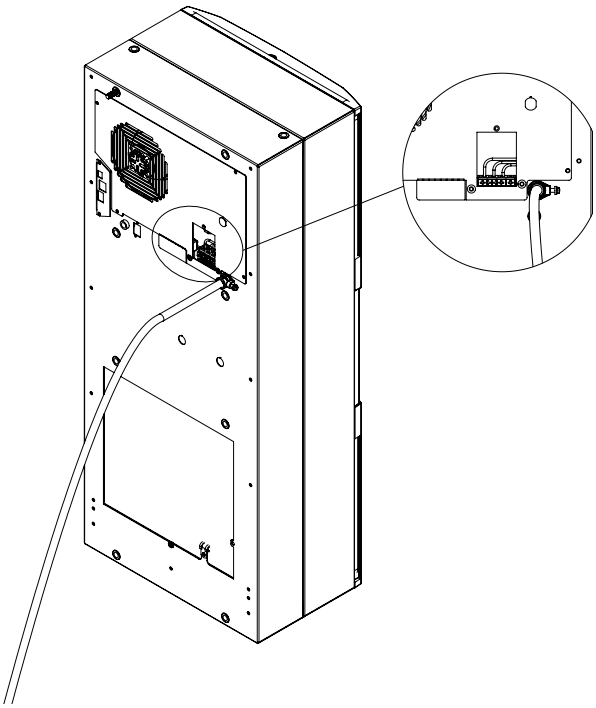

Figure 10
5. Ziehen Sie die Schraube an der Zugentlastung an, bis das Netzkabel festsitzt (siehe Abbildung 10).